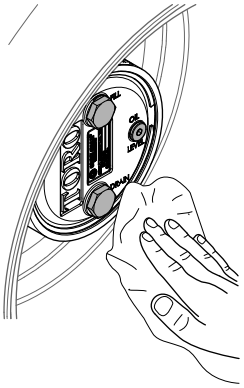

Figura 105
3. Limpe as estruturas do travão e da engrenagem planetária (Figura 105).